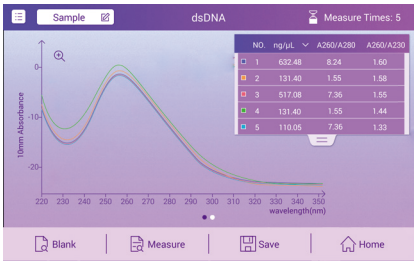
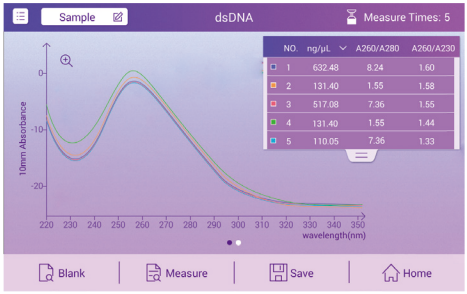
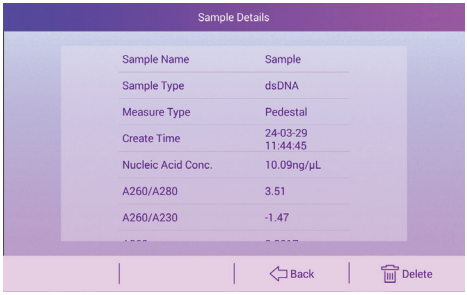

FIG.15
FIG.16
FIG.17
(2) List of test results: As shown in FIG.15, the list of test results is displayed on the right side of the data area after the test is completed. Click on a row in the list to select a sample and update the graph, with up to five spectral curves displayed overlapping. Click on the selected row again to uncheck it.
(3) List of details: Swipe the screen to the left from Figure 15 to switch to the sample detail list, as shown in Figure 16, click the icon after the line to enter the detail page, as shown in Figure 17.
(4) Details page: As shown in FIG.17, the details page is used to display more information about the test. Click "Back" to return to the previous page, click "Delete" to delete the test.